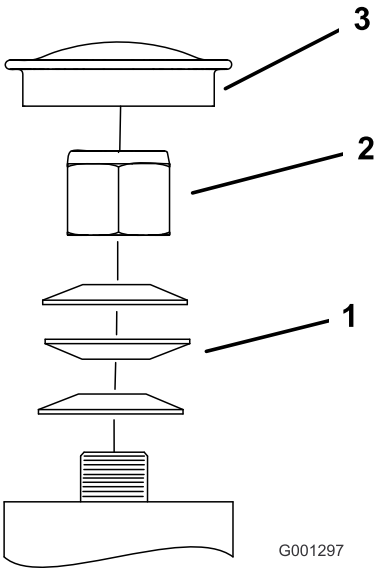

Figur 52
3. Fjern støvhætten fra styrehjulet, og spænd låsemøtrikken (Figur 52).
4. Spænd låsemøtrikken, indtil fjederskiverne er flade, og skru derefter 1/4 omgang ud for at indstille forspændingen på lejerne korrekt (Figur 52).
Vigtigt: Sørg for, at fjederskiverne monteres korrekt som vist i Figur 52.
5. Monter støvdækslet (Figur 52).